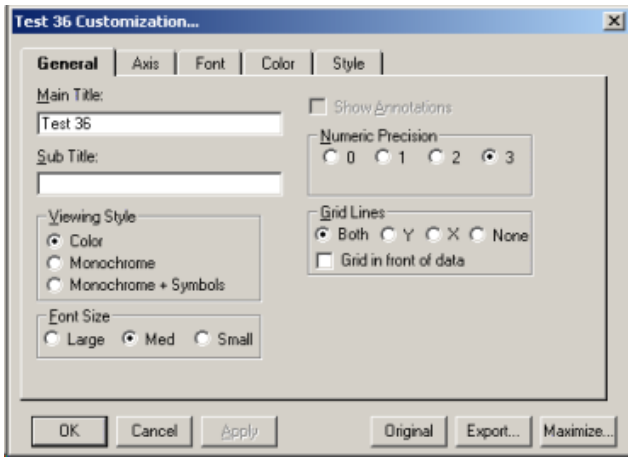

Figure 5-46. Customization Dialog Box—General Tab
3. Double-click anywhere within the graph to display the **Customization** dialog box. See Figure 5-46. Notice across the dialog box are five tabs: General, Axis, Font, Color, and Style. Also notice that there are six buttons along the bottom of the dialog box. They are the OK, Cancel, Apply, Original, Export, and Maximize buttons.
- **General Tab**—Use this tab to define general parameters. See Figure 5-46.